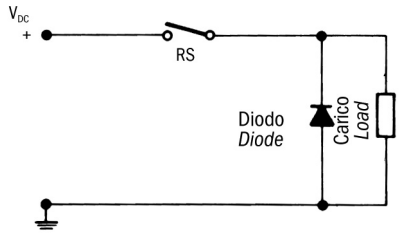
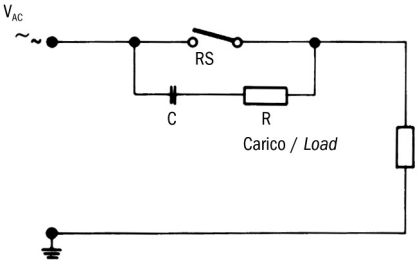

**Fig. 1** Protezione con corrente continua per carichi induttivi.
**Fig. 2** Protezione con corrente alternata con collegamento RC per carico induttivo.
**1) Carichi induttivi** In presenza di circuiti alimentati con corrente continua, la protezione del contatto è relativamente facile. Si deve collegare in parallelo al carico un diodo semiconduttore come indicato nella fig. 1 (vedi pagina seguente). Le polarità devono essere collegate in modo che il diodo si blocchi con il normale voltaggio di esercizio e sempre in corto circuito nel caso di inversione delle polarità. Quando si commutano dei carichi induttivi alimentati con corrente alternata non si può utilizzare un diodo, bisogna usare un dispositivo di soppressione dell'arco. Di solito si tratta di un collegamento RC parallelo al commutatore e quindi in serie con il carico, come da fig. 2 (vedi pagina seguente). La dimensione del soppressore di arco può essere determinata dal monogramma di fig. 3 (vedi pagina seguente).